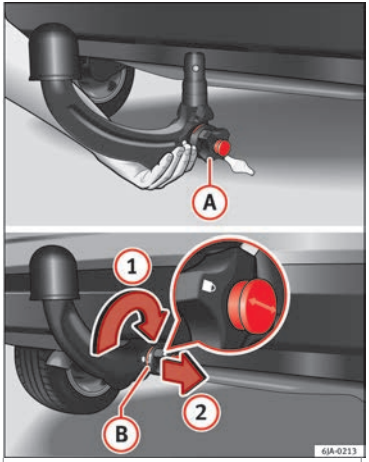

Fig. 197 Placing the ball-headed bar/locking and removing the key.
– Hold the ball-headed bar from underneath ››› **Fig. 197** and push it into the clamping bush as far as possible until you hear it click into place ››› ⚠.